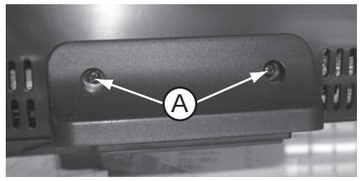

Figure 1
1) Loosen 2 screws “A” at the rear panel to remove rear stand as shown in figure 1.